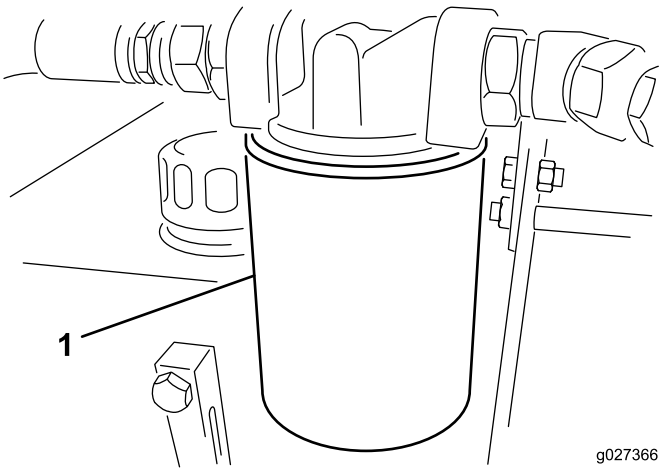

Figuur 12
3. Plaats een opvangbak onder het filter en verwijder het filter (Figuur 12).